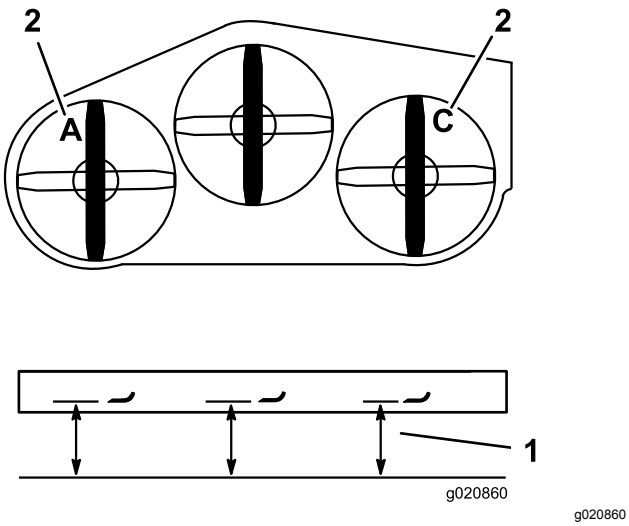

Bild 85
3. Messen Sie das linke Messer an der Stelle **A** von einer ebenen Oberfläche bis zur Schnittkante der Messerspitze und notieren Sie den Wert (Bild 85).
4. Messen Sie das rechte Messer an der Stelle **C** von einer ebenen Oberfläche bis zur Schnittkante der Messerspitze und notieren Sie den Wert (Bild 85).
7. Stellen Sie die Einstellschrauben in den Jochen an den Stellen **A** und **C** ein, um die richtige Höhe zu erhalten (Bild 85).
3. Messen Sie das rechte Messer an der Stelle **C** von einer ebenen Oberfläche bis zur Schnittkante der Messerspitze und notieren Sie den Wert (Bild 85).